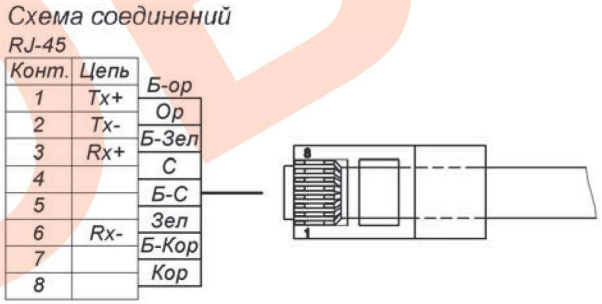

Рис. 2 Обжимка кабеля кат.5е
3.Подключить патч-корд от IP-камер к устройству защиты УЗЛ-Е («Линия») кабелем UTP кат.5е (в комплект поставки не входят; обжимка кабелей производится по стандарту TIA/EIA 568B (рис.2)).
6. Подключить БУК-4 (контакты «Перегрев НЗ») к внешнему устройству сигнализации.7. Подключить кабель питания к входу автомата питания S1, при этом фазный провод (L) соединить с контактом 1, нулевой провод (N) с контактом 3.